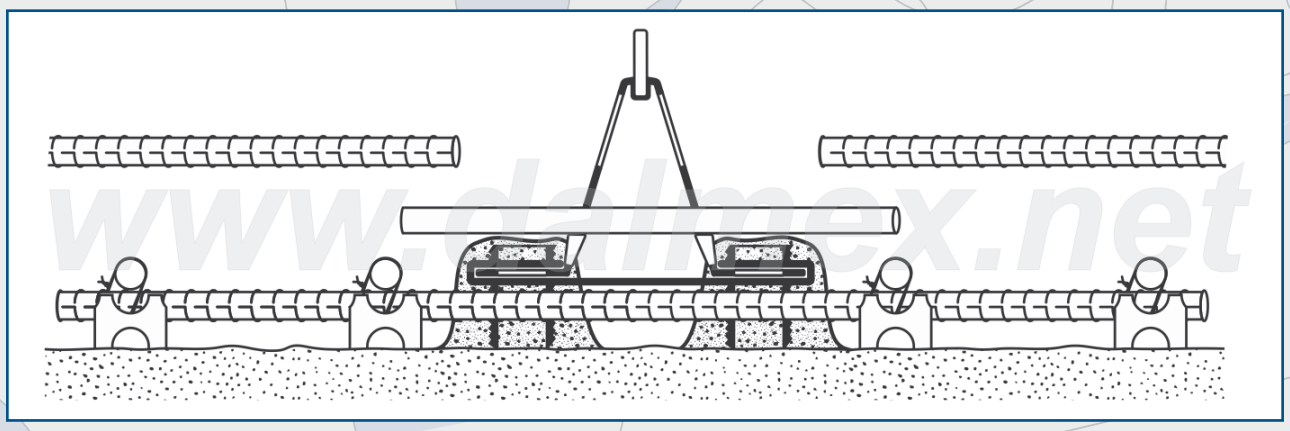

рис. 11
3.4. Верхняя сетка, см. рис.11.